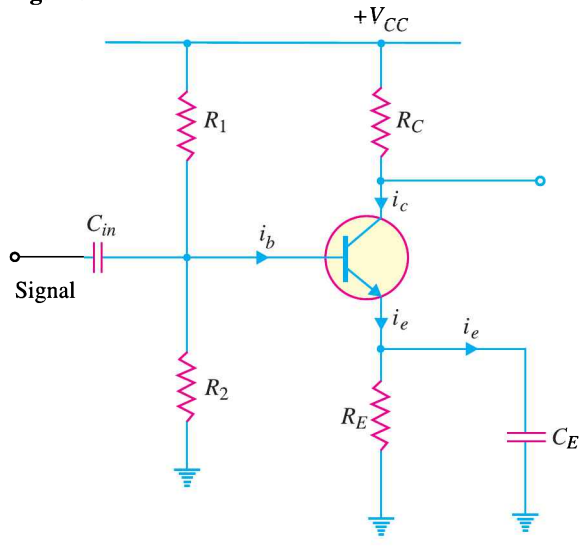

Fig. 11.3
2. As bypass capacitors. Like a coupling capacitor, a bypass capacitor also blocks d.c. and behaves as a short or wire (due to proper selection of capacitor size) to an a.c. signal. But it is used for a different purpose. A bypass capacitor is connected in parallel with a circuit component (*e.g.* resistor) to bypass the a.c. signal and hence the name. Fig. 11.3 shows a bypass capacitor C_E connected across the emitter resistance R_E. Since C_E behaves as a short to the a.c. signal, the whole of a.c. signal (i_e) passes through it. Note that C_E keeps the emitter at a.c. ground. Thus for a.c. purposes, R_E does not exist. We have already seen in the previous chapter that C_E plays an important role in determining the voltage gain of the amplifier circuit. If C_E is removed, the voltage gain of the amplifier is greatly reduced. Note that C_{in} is the coupling capacitor in this circuit.